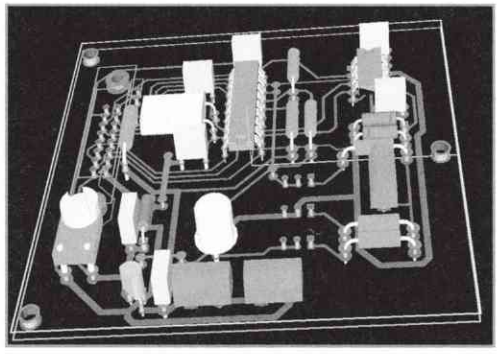
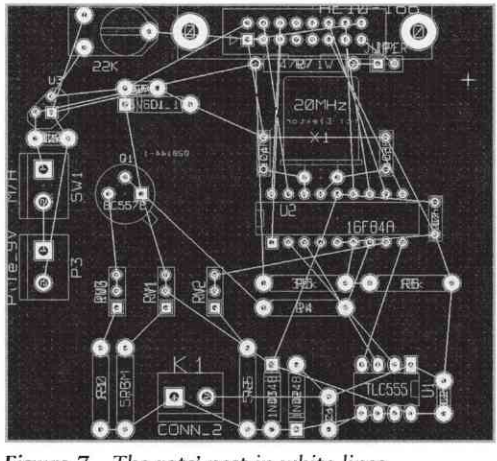

Figure 6 *3D display of the capacitance meter as described in Elektor.*
Figure 7 *The rats' nest in white lines.*
You gain access to PCBNew from the KiCad project manager (recommended), or directly using the icon (G) (**Figure 5**). This printed circuit design software is made in the image of EESchema: simple, easy to get used to and easy to use; that does not mean its performance is lagging, here are some examples: 16 copper layers, 12 technical layers (lithography, resist coating, dimensioning, etc.) components, through-hole or SMC, work done to one/ten-thousandth of an inch, dynamic rats-nest, Design Rules Check, ground plane, and it has a very capable high-performance internal router that can operate in a single-sided layer! What more can an amateur ask for? And a 3D view of the board surface just for the visual pleasure. It is shown in **Figure 6**!
Manual routing is accomplished, of course, with the mouse, and you will quickly notice that PCBNew knows how to place your traces in a well-disciplined fashion, without laboriously defining the smallest change in orientation. Displaying the rats' nest (**K**), (see **Figure 7**) enables quick and reliable work. If straps are required, they will be shown on the traces on the component layer (in red on Figure 6). Once the routing has been finished, you can add centring targets, dimensioning, and any other graphics such as a logo, copyright symbol, etc.